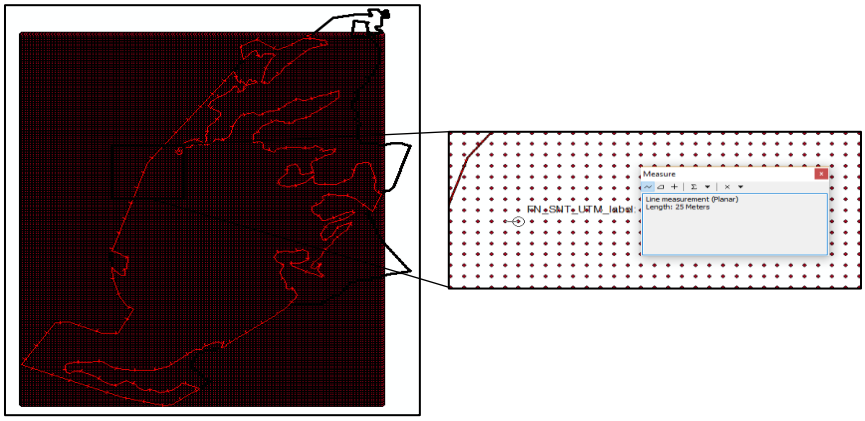

Figure 10. Example of Grid of Plots
1.2.2.6 An example of the resulting grid of plots is presented below (Figure 10).